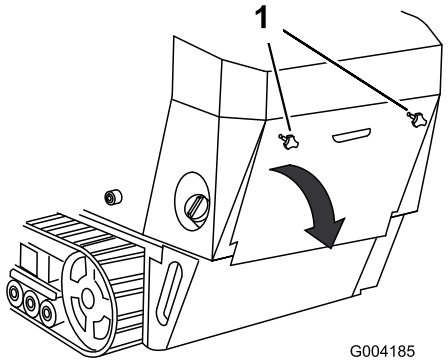

Figur 29
1. Skruva loss de två handrattarna som fäster den bakre åtkomstpanelen vid maskinen (Figur 29).
2. Luta den bakre åtkomstpanelen nedåt och ta bort den så att du kommer åt de inre delarna (Figur 29).